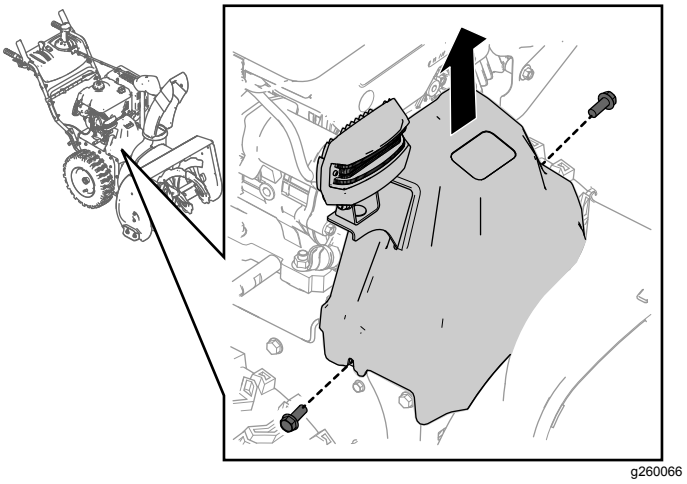

Figur 35
1. Fjern de 2 skruer, der holder remskærmen på plads (Figur 35).
2. Fjern remskærmen (Figur 35).